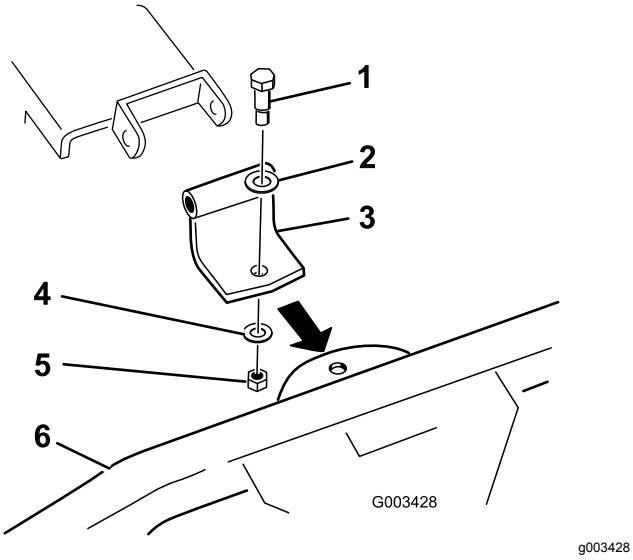

Figura 3
1. Montate la staffa orientabile curva sul rastrello a denti flessibili come mostrato nella Figura 3.